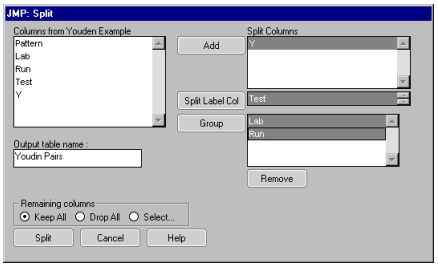

Figure 2: Split Columns Window
2. Select Y as the **Split Columns** variable, Test as the **Split Label Col** and both Lab and Run as grouping variables, as shown in Figure 2. Name the new table Youden Pairs.